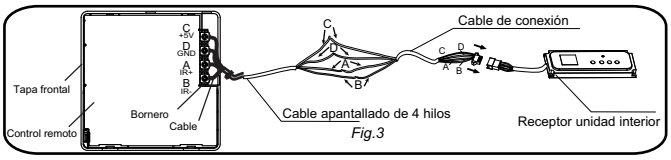

Fig.3
1. Conecte los dos terminales del cable de 4 hilos a los conectores del control remoto cableado por un lado y al receptor de la unidad interior. Asegúrese de que el orden de los 4 terminales (A / B / C / D) se corresponda (ver Fig. 3).